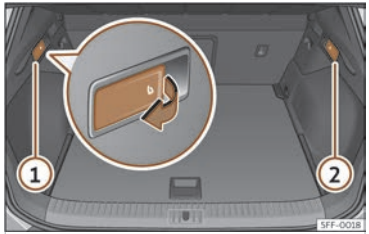

Fig. 98 Al maleter: palanques per a desbloqueig del respatller del darrere.
- Estireu la palanca de desbloqueig a distància de la part esquerra ››› **fig. 98** ① o dreta ② del respatller en el sentit de la fletxa. La part desbloquejada del respatller del darrere s'abat automàticament cap endavant.